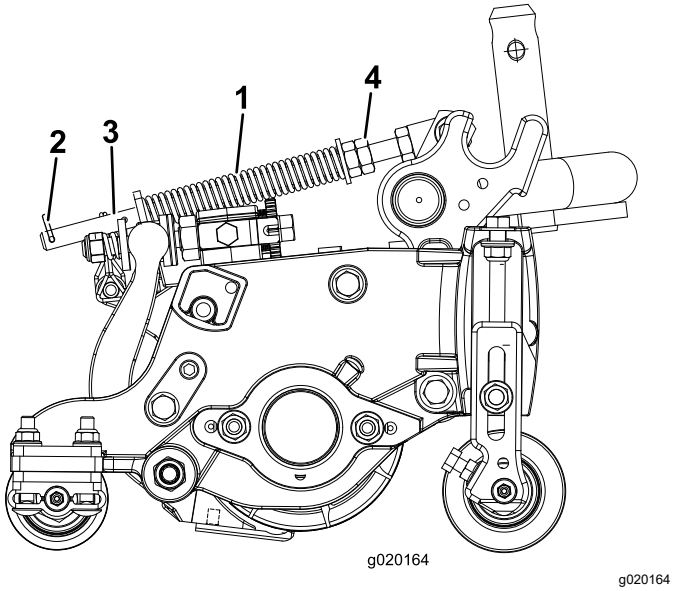

Figuur 14
De gazoncompensatieveer (Figuur 14) zorgt ervoor dat het gewicht van de voorste naar de achterste rol wordt verplaatst. Dit voorkomt dat er een golfpatroon in de grasmat ontstaat, ook wel bekend als 'bobbing'.
1. Monteer de borgpen in de achterste opening in de veerstang (Figuur 14).